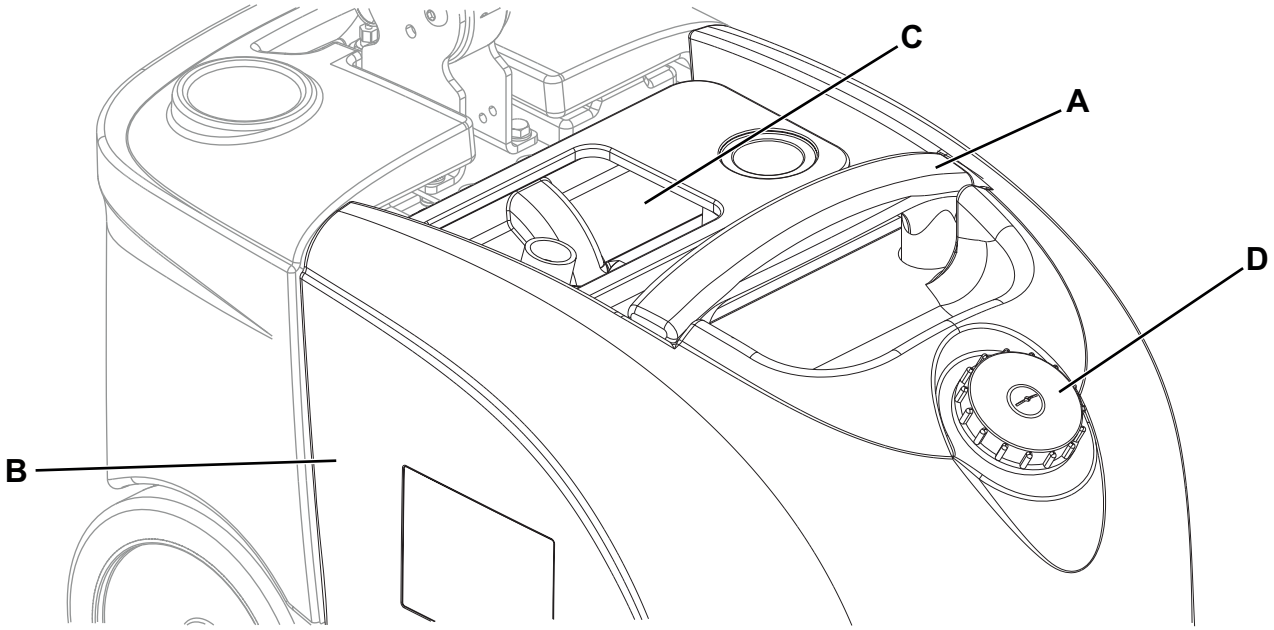

**Figure 3**
1. Contrôler que la manette (31) du sélecteur de fonctions soit en position «0».
3. Enlever le couvercle transparent (24).
4. Saisir la poignée (A, Fig. 3) et soulever le groupe réservoirs (B).
5. Vider le réservoir de l'eau de récupération (C). Le travail effectué, rincer le réservoir à l'eau propre.
6. Dévisser le bouchon (D) et vider le réservoir de solution. Le travail effectué, rincer le réservoir à l'eau propre.
7. Reposer le groupe réservoirs (22) sur le cadre de la machine et le couvercle transparent (23).